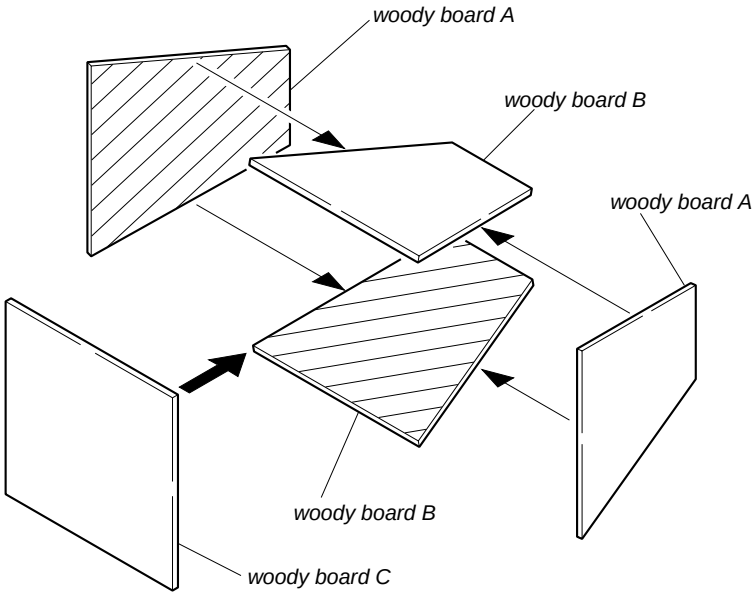

Fig. 6-1-7.
4) Assemble so that the black sides and the background paper side of woody board A, B and C are internal. (Fig. 6-1-7.)